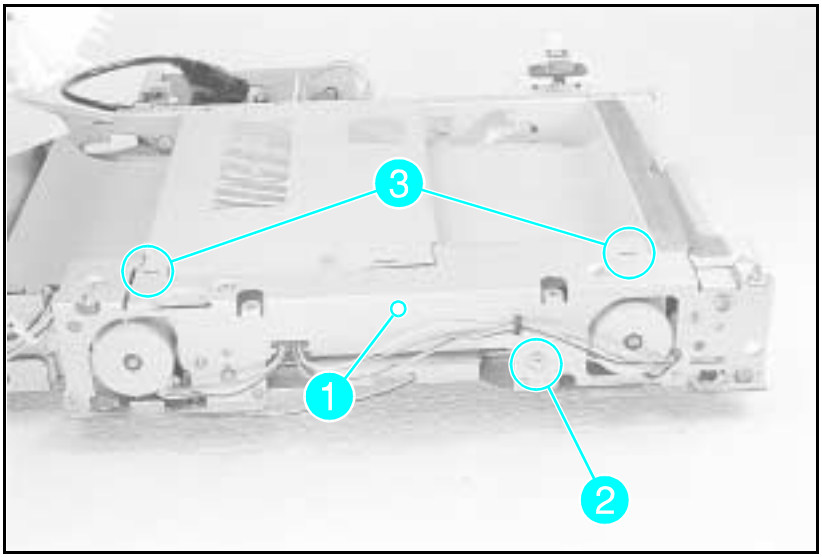

Figure A-20 Holding Tray Belt Cover Plate
1 Remove all the screws securing the plate (see Figure A-20, callout 1).
2 Remove (1) E-clip shown in Figure A-20, callout *2*.
4 Release (2) latch points shown in Figure A-20, callout *3*.